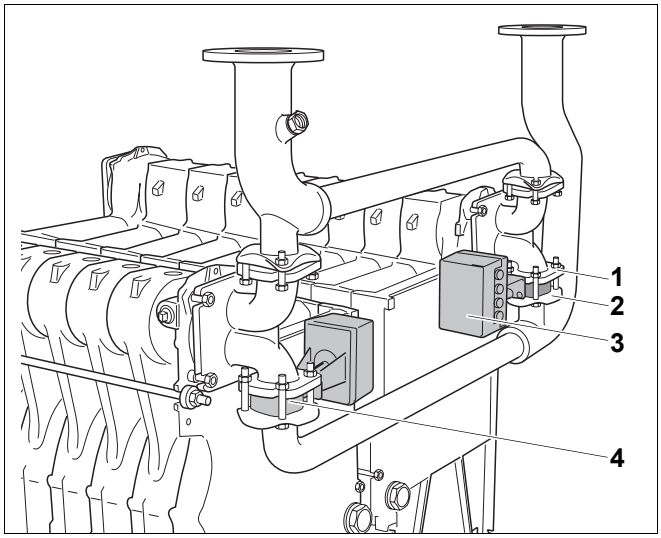

Rys. 31 Montaż pierścieniowych zaworów dławiących i siłowników
Następnym krokiem jest montaż dwóch pierścieniowych zaworów dławiących (rys. 31, **poz. 4**) z siłownikami (rys. 31, **poz. 3**) między kołnierzami przyłączeniowymi rury powrotu i kształtek przyłączeniowych.
- Pierścieniowe zawory dławiące (rys. 31, **poz. 3**) należy zamontować tak, aby siłowniki były skierowane do środka kotła grzewczego. Przewody elektryczne muszą znajdować się u góry.
- Zamontować pierścieniowe zawory dławiące (rys. 31, **poz. 3**) z wklejonymi uszczelkami między kołnierzem przyłączeniowym rury powrotu (rys. 31, **poz. 2**) a kołnierzem kształtki przyłączeniowej (rys. 31, **poz. 1**) odpowiedniego bloku kotła (1 lub 2 stopień).